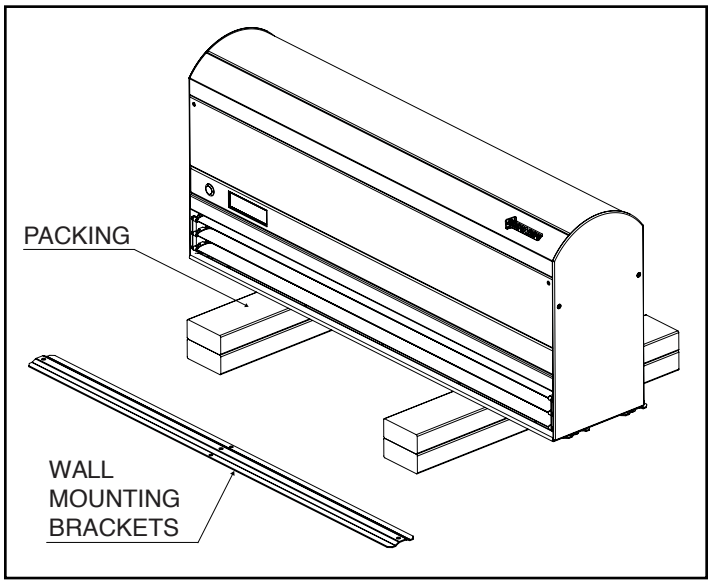

Figure 1 - Uncrating
Locate the wall mounting brackets. Shorter units will have (3), longer units may have (6). ***See Figure 1.***